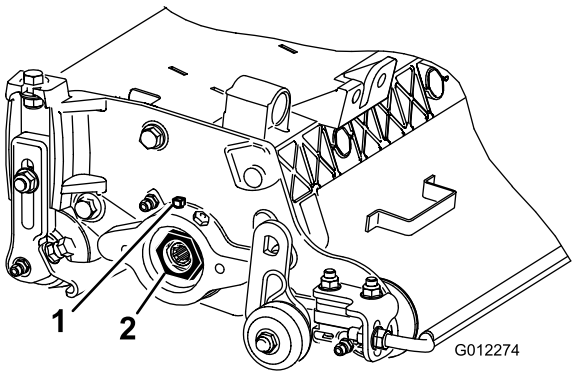

Figur 10
A. Lossa den yttre ställskruven som håller fast lagrets justermutter på lagerhuset som sitter på vänster sida av klippenheten (Figur 10).